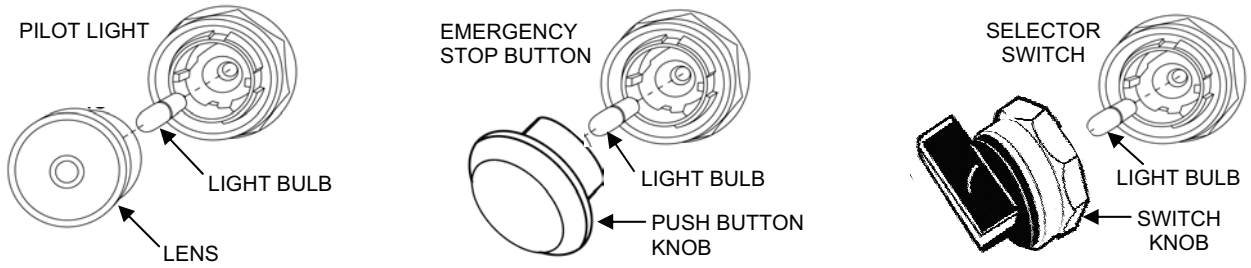

Figure 3. Light Bulb Replacement
1. Remove a light bulb from pilot light, emergency stop push button or selector switch as follows (see Figure 3):